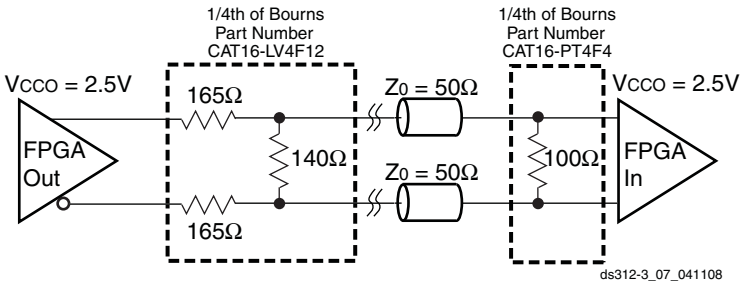

Figure 71: **External Termination Resistors for BLVDS Transmitter and BLVDS Receiver**
2. Output voltage measurements for all differential standards are made with a termination resistor (R_T) of 100Ω across the N and P pins of the differential signal pair. The exception is for BLVDS, shown in Figure 71.